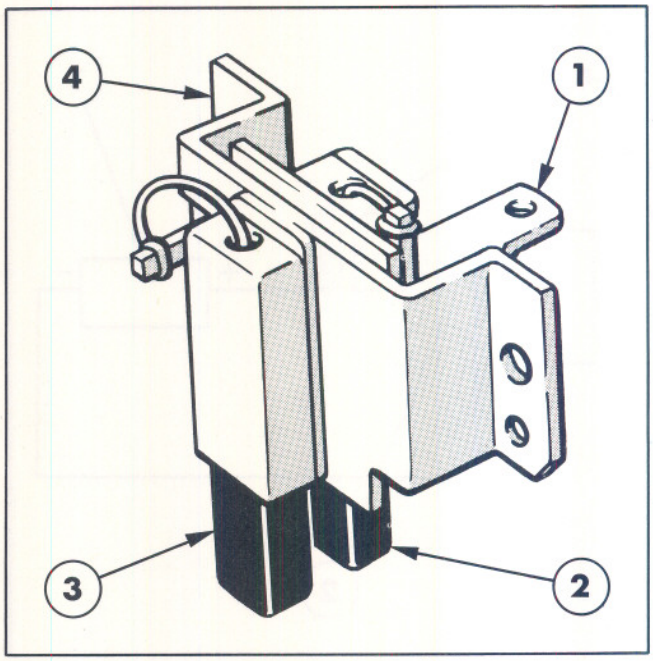

Figure 32
4. Check the insulation and continuity with a 12 volt test lamp or ohmmeter (single terminal assembly). See Figure 32 and refer to the following: